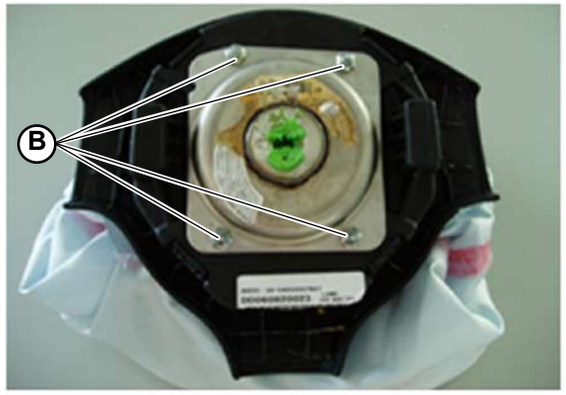

Fig.2
2. Unscrew the four flange nuts with a torque wrench or ratchet. (**B-Fig.2**).